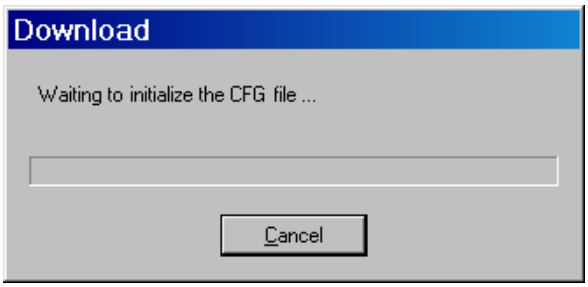
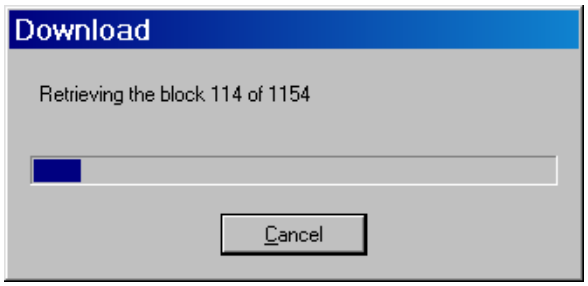

Figure 2-8 Initialize Oscillograph Record Download Screen
Figure 2-9 Retrieving Oscillograph Record Status Screen
4. Select a folder to save the file to and the desired file name, then select **Save**, TapTalk® will momentarily display an Initialization status screen (Figure 2-8), then a Retrieving Oscillograph Record status screen (Figure 2-9).